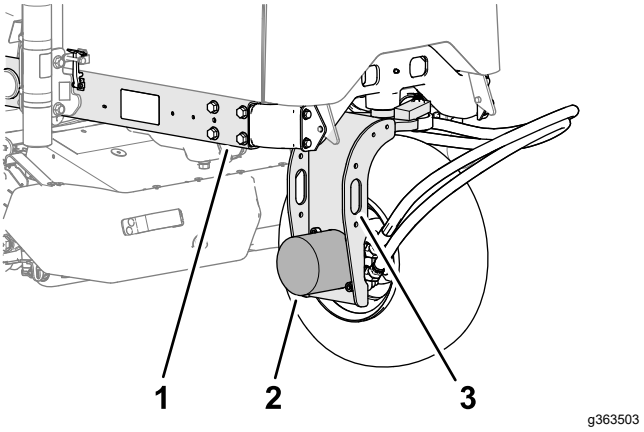

**Figur 55**
2. Fäst vinschen vid fästöglan på bakhjulsgaffeln (Figur 55).